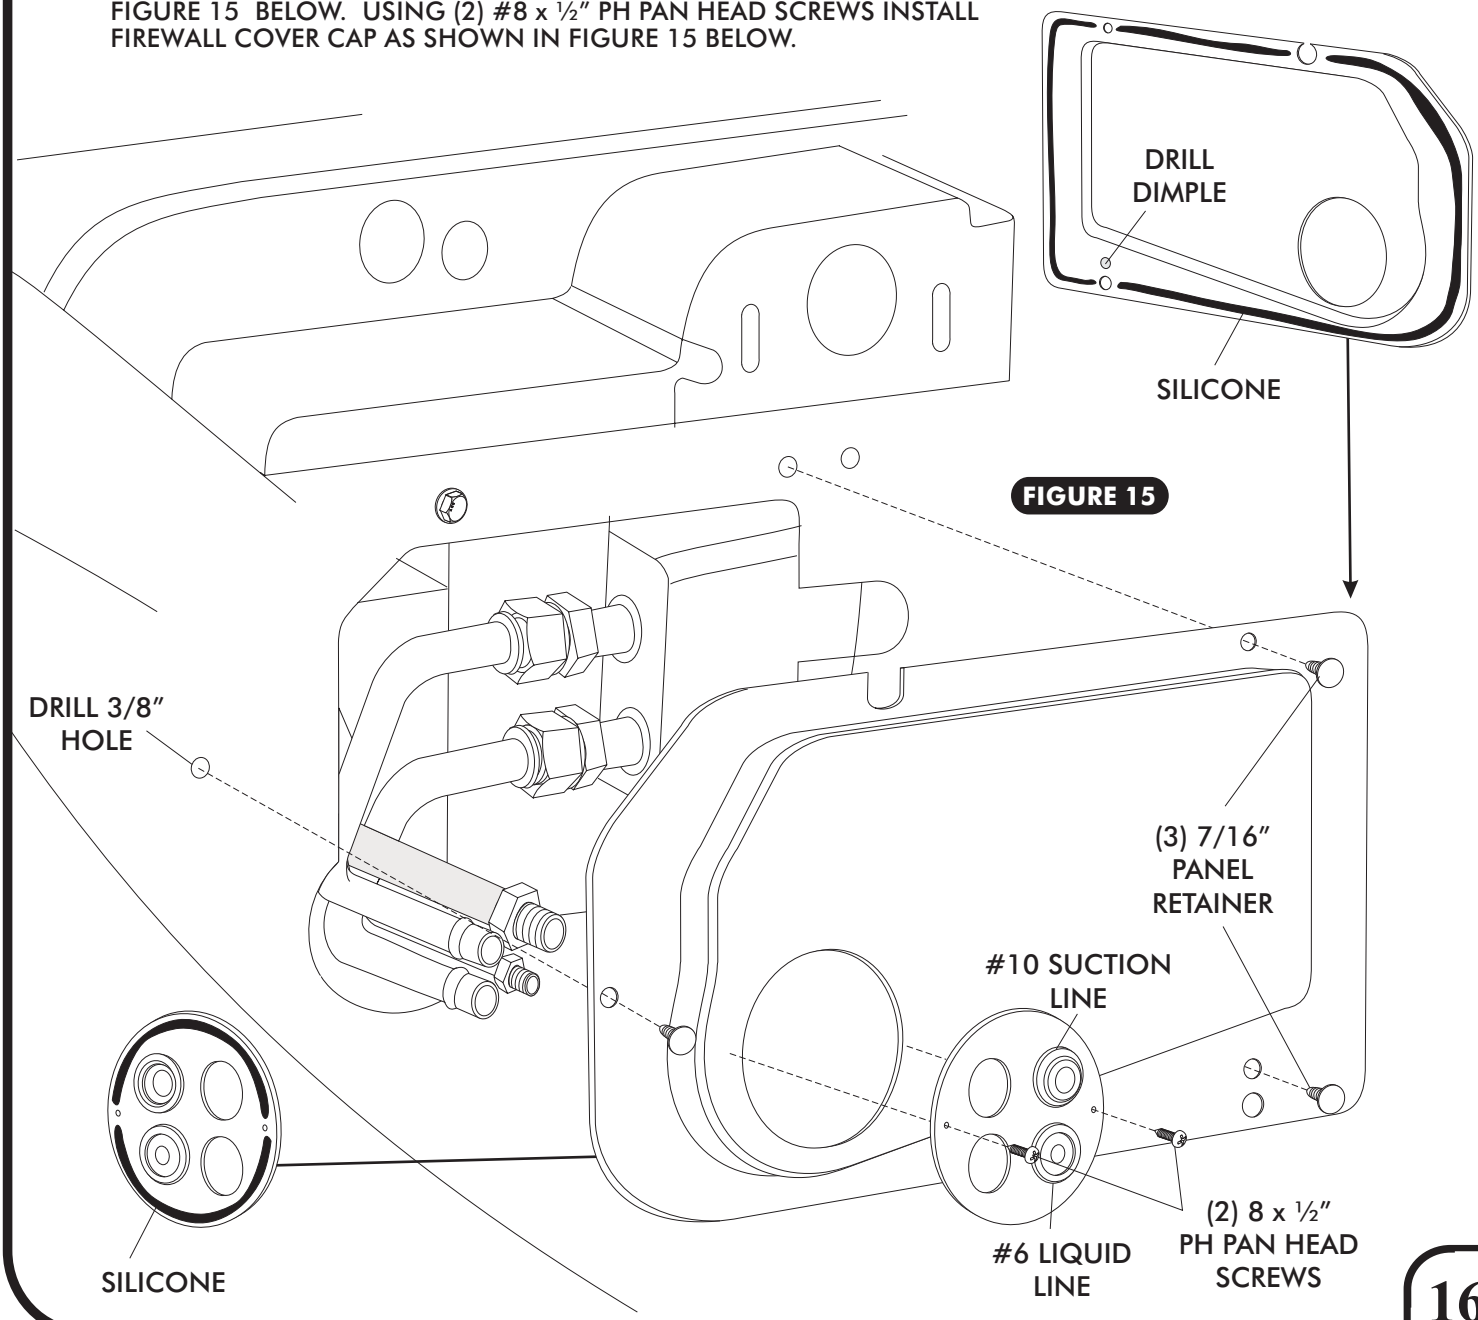

FIGURE 15
- ☐ LOCATE THE DIMPLE IN THE BACK SIDE OF THE FIREWALL COVER. USE A ½" DRILL BIT AND DRILL ½" HOLE IN FIREWALL COVER AS SHOWN IN FIGURE 15 BELOW
- ☐ APPLY A 1/4" BEAD OF SILICONE AROUND THE BACK SIDE OF THE FIREWALL COVER AS SHOWN IN FIGURE 15 BELOW.
- ☐ PASS LINES THROUGH FIREWALL COVER, AND SECURE WITH (2) 7/16 PANEL RETAINERS. SEE FIGURE 15 BELOW.
- ☐ ONCE THE FIREWALL COVER IS IN PLACE LOCATE THE HOLE ON THE LEFT SIDE OF THE FIREWALL COVER AND DRILL A 3/8" HOLE THROUGH THE FIREWALL AND INSTALL A 7/16 PANEL RETAINER TO SECURE THE LEFT SIDE OF THE FIREWALL COVER TO FIREWALL. SEE FIGURE 15 BELOW.
- ☐ APPLY A 1/4" BEAD OF SILICONE AROUND THE BACK SIDE OF THE FIREWALL COVER CAP AS SHOWN IN FIGURE 15 BELOW. USING (2) #8 x ½" PH PAN HEAD SCREWS INSTALL FIREWALL COVER CAP AS SHOWN IN FIGURE 15 BELOW.